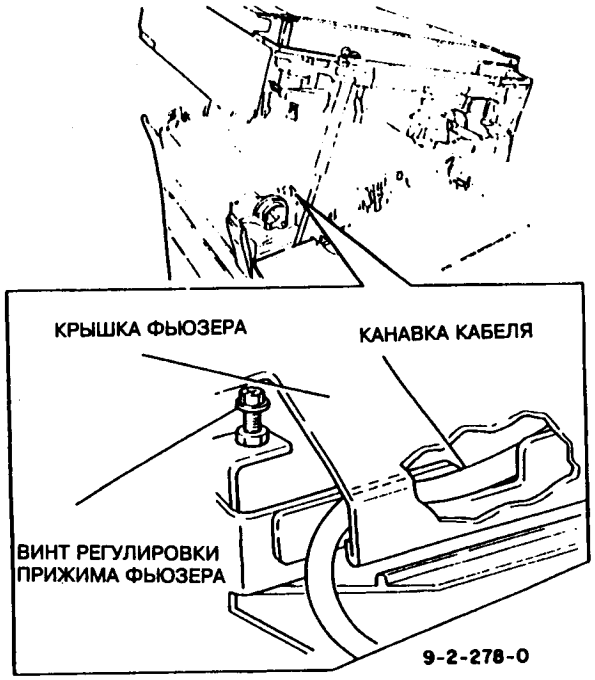

Рис.6 Прокладка жгута термистора фьюзера
Обеспечить прокладку и закрепление жгута спереди узла фьюзера, как показано на рис.6, чтобы избежать контакта с винтом регулировки прижимного усилия фьюзера и плунжером.
(4) Тщательно провести и закрепить жгут термистора фьюзера, как показано на рис.6. Установить крышку фьюзера, следя за тем, чтобы жгут не проходил близко к винту регулировки прижимного усилия фьюзера.